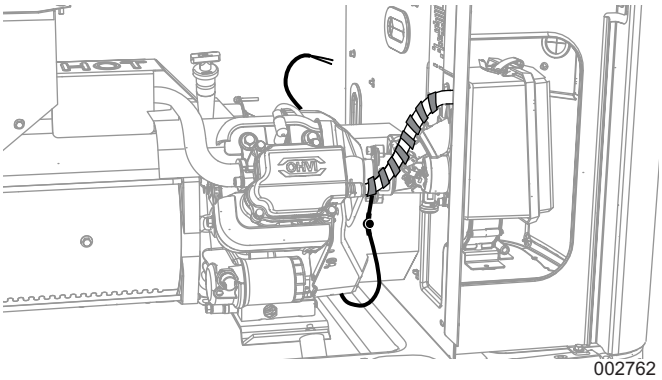

Figura 4. Tendido de los cables del calentador (9 kW)
2. Vea la *Figura 4*. Tienda los cables conductores debajo y detrás del motor como se muestra.